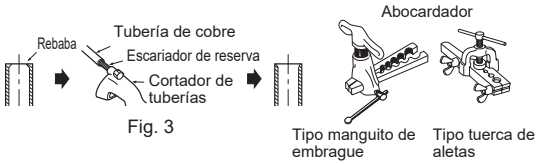

Fig. 3 Fig. 4
- Utilice cinta adhesiva o algún otro material para sellar la conexión entre la manguera de drenaje del producto y la extensión de la manguera de drenaje (16 mm de diámetro interior) (J).
- Al conectar la manguera de drenaje al tubo de cloruro de vinilo duro, asegúrese de que quede fija al insertarla en el tubo. (Fig. 3)
2) Elimine completamente las rebabas del corte transversal del tubo. (Fig. 3)